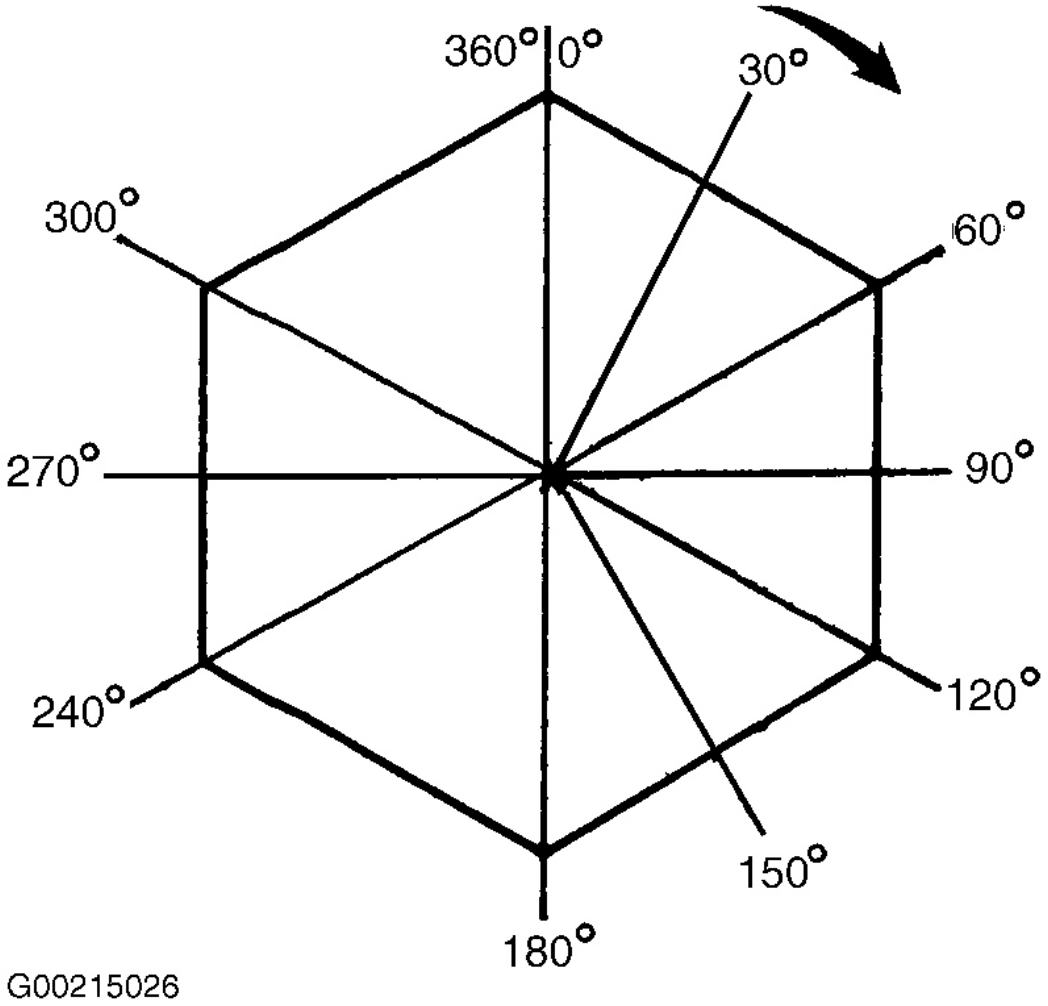

Fig. 17: View Of Torque Angles
(1) After initial torque, turn the nut an additional 160 degrees. See **Fig. 17** . Recheck the outer tie rod end nut for a minimum torque of 33 Ft. Lbs. (45 N.m).